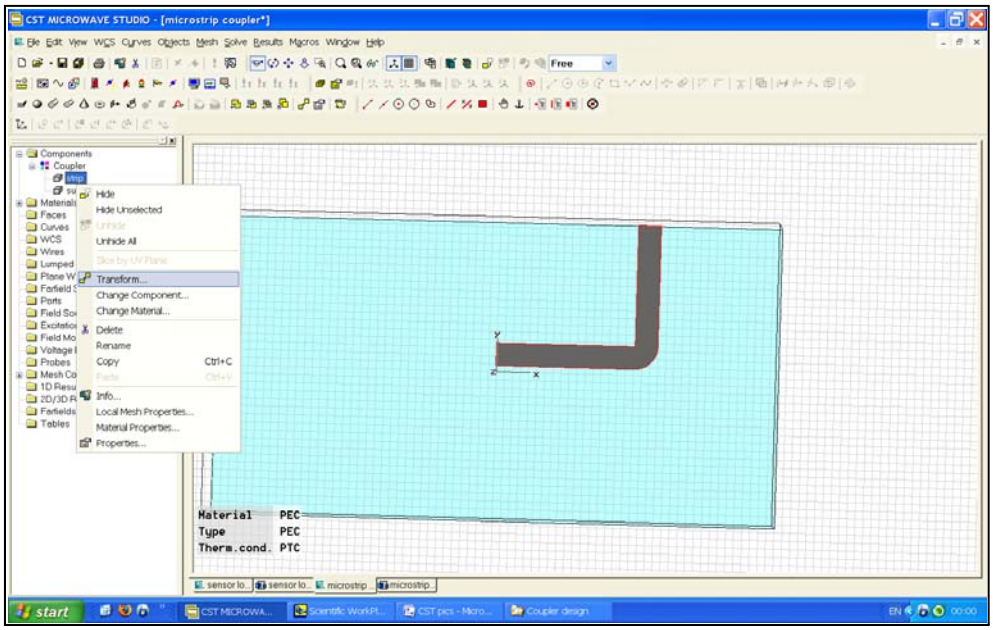

Figure 9 - Transforming the total strip.
2. Transform the total strip, as shown in Figure 9.